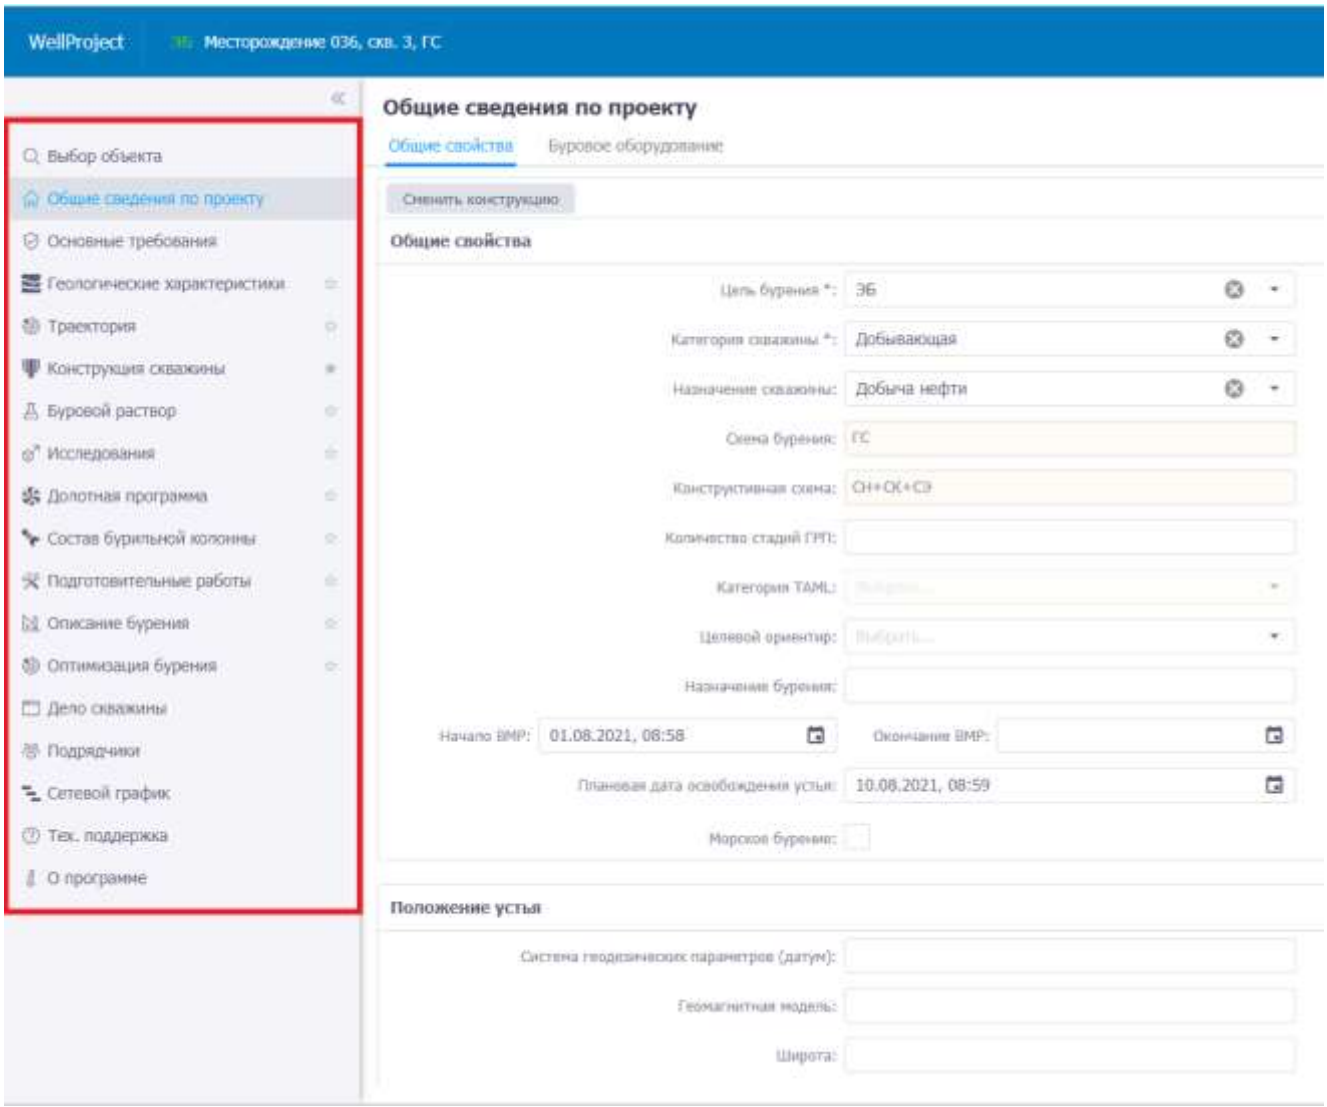

Рис. 2.8
% Рассчитать процент заполнения - рядом с названием раздела появится звездочка. Если данные в разделе есть, то будет отображаться ★, если данных нет – то ☆ (рис. 2.8);
2. ПАНЕЛЬ РАЗДЕЛОВ - содержит вкладки разделов, управляющих работой программы. Разделы программы становятся активны (рис. 2.8) после выбора скважины. Щелчок мыши по названию раздела осуществляет переход в его рабочую область. Полный список разделов становится доступен после выбора скважины. Краткое описание назначения разделов представлено в таблице 2.1. Список разделов можно свернуть, нажав сбоку на вертикальное поле со знаком «.